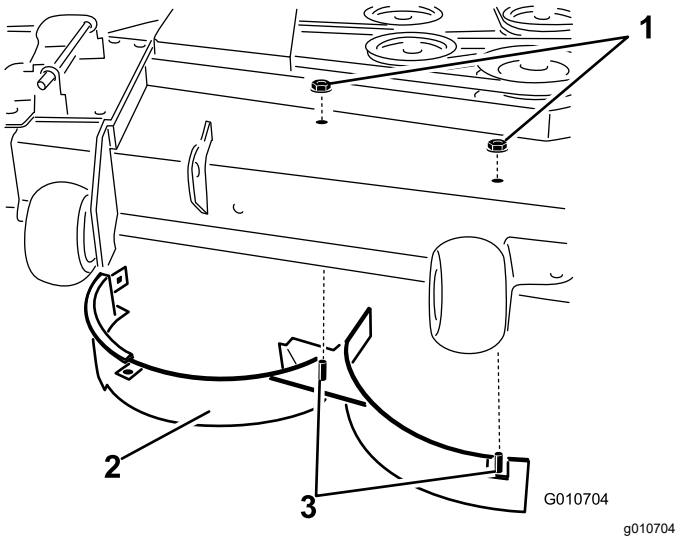

Rysunek 19
11. Odkręć 2 nakrętki zabezpieczające (5/16 cala) znajdujące się na środkowej i prawej pozycji na kołkach prawej przegrody u góry podwozia kosiarki (Rysunek 19).
12. Wykręć śrubę zamkową z nakrętką zabezpieczającą mocującą prawą przegrodę do góry podwozia tnącego i odłącz prawą przegrodę od podwozia kosiarki (Rysunek 19).